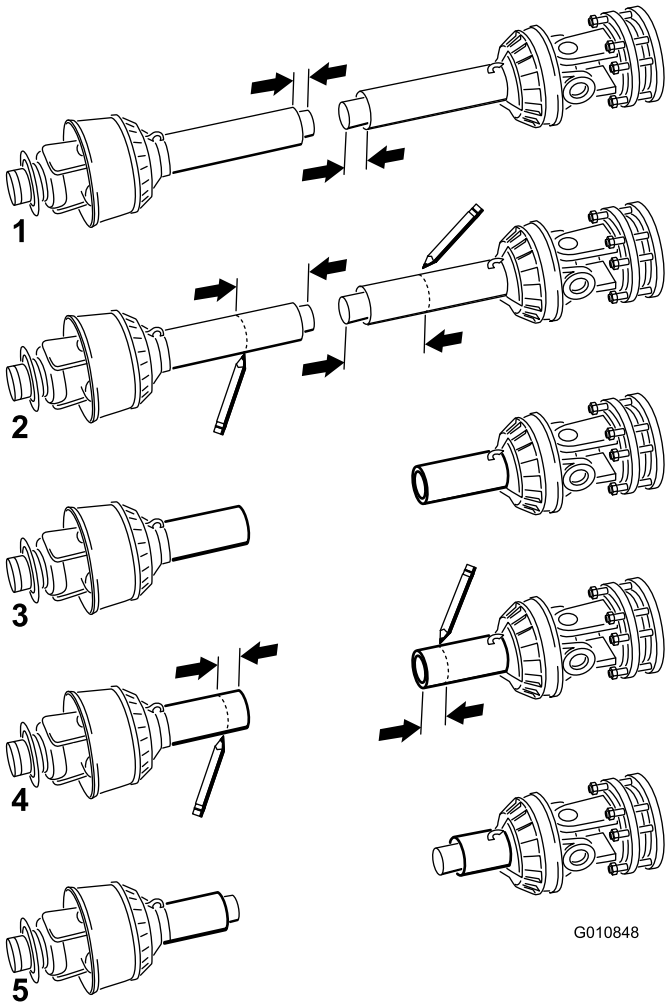

Figur 17
11. Skill de to halvdelene på kraftuttaksakselen (Figur 17, fig. 1).
12. Mål avstanden fra enden av hvert rør til sikkerhetsverneplatene (Figur 17, fig. 1). Noter avstandene.
13. Ved å bruke målene i trinn 8, finn, marker og kutt av verneplaten og røret på hver av kraftuttakets halvdeler (Figur 17, fig. 2 og 3).
14. Ved å bruke målene fra trinn 11, finn, marker og kutt av verneplatene, for å få tilgang til rørene Figur 17, fig. 4 og 5.